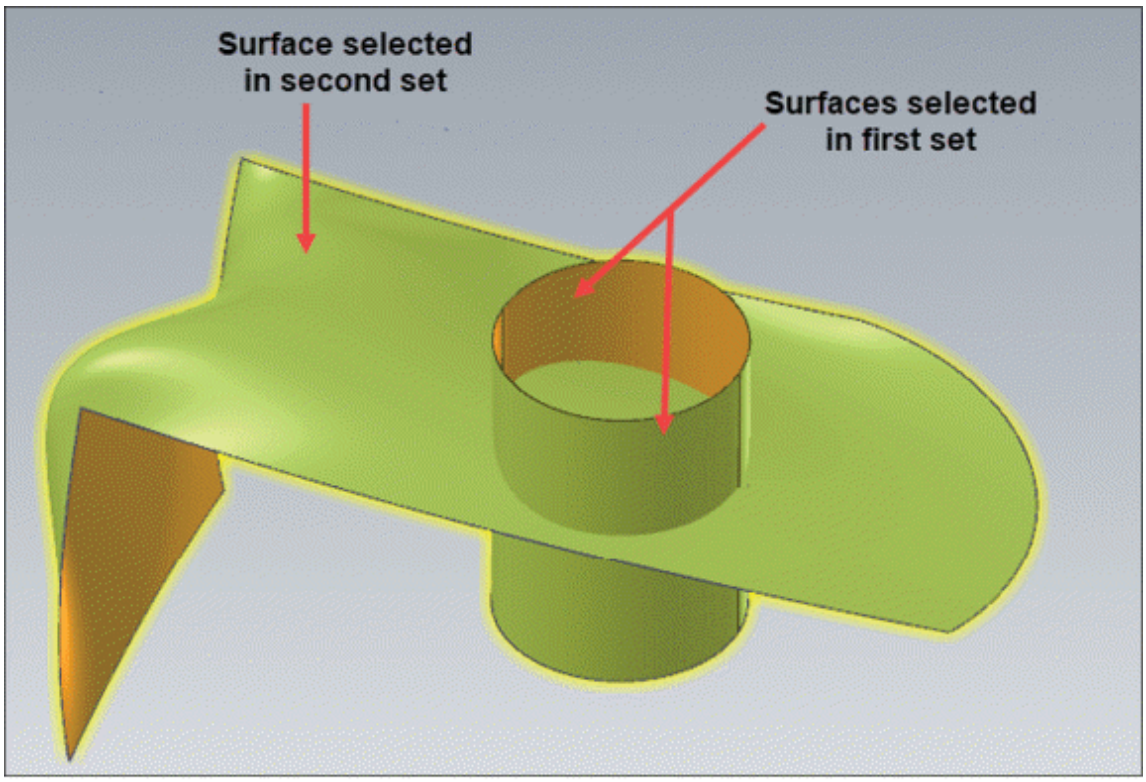

Figure-43. Surfaces selected for trimming
- Select the other intersecting surfaces and press **ENTER**. You will be asked to select the portion of surface in first set to be kept safe; refer to Figure-43.